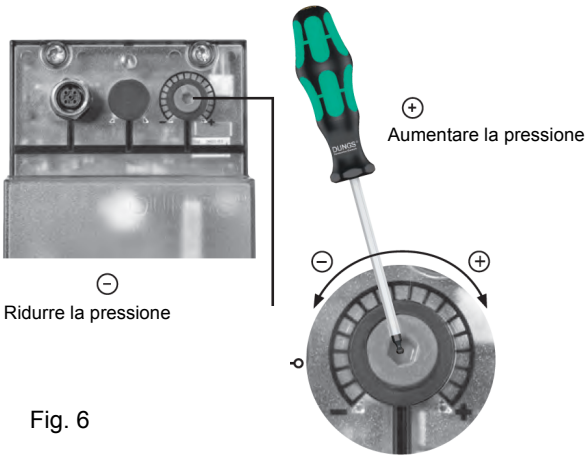

Fig. 6
**ATTENZIONE**: Per impostare la pressione in uscita del regolatore VD-R, agire sull'apposita ghiera di regolazione (Fig. 6)